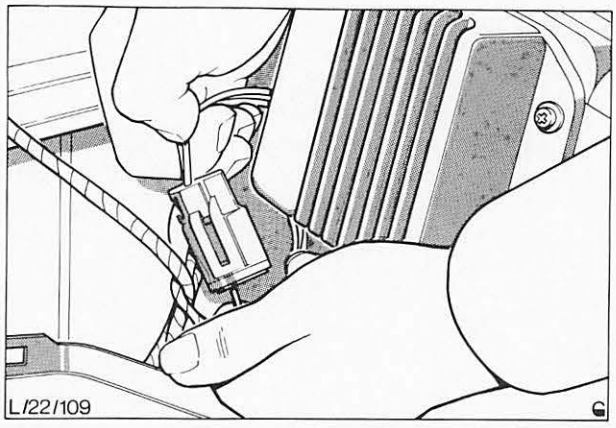

Abb. 48 Mehrfachstecker des Steuergerätes trennen
4. Die beiden Mehrfachstecker an dem Kabel auseinanderziehen, Abb. 48.